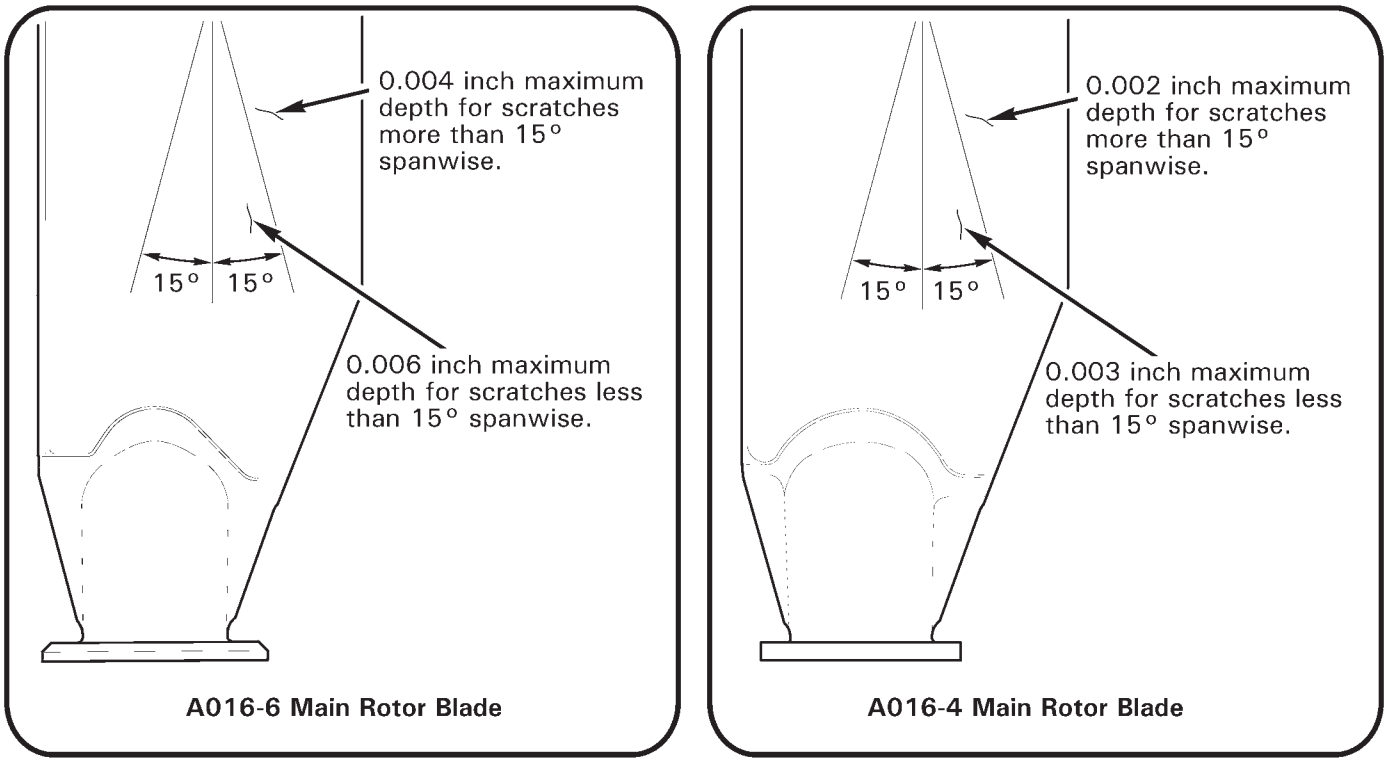

FIGURE 9-5B SCRATCH LIMITS
1. Refer to Figure 9-5B. Damage may not exceed the following limits after rework: